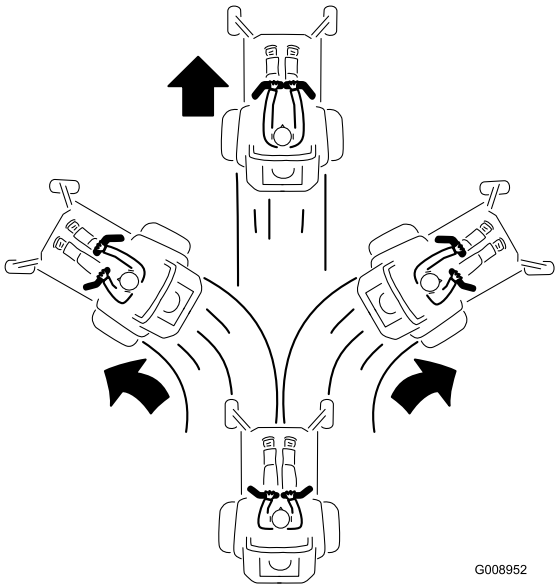

Figuur 26
2. Om vooruit te rijden, duwt u de rijhendels langzaam naar voren (Figuur 26).